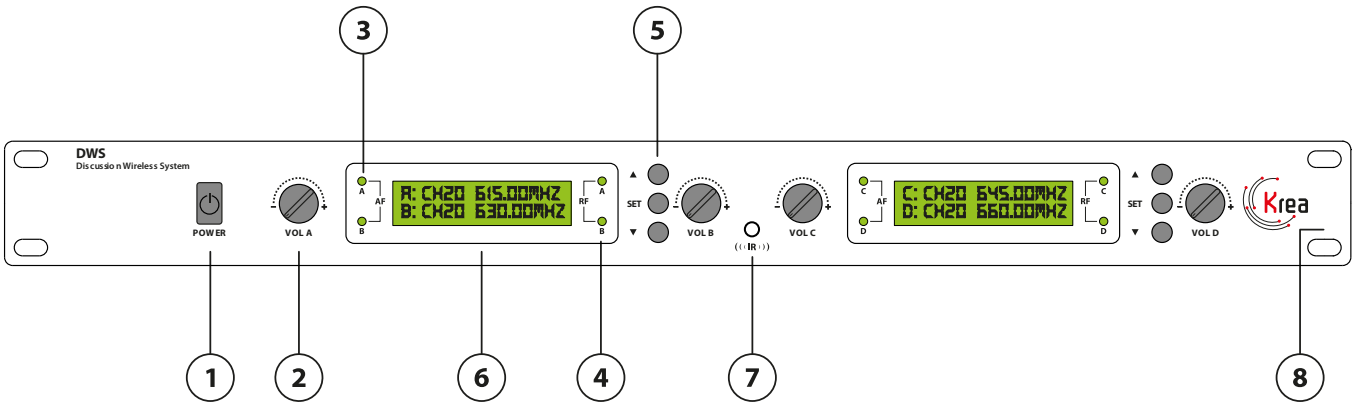
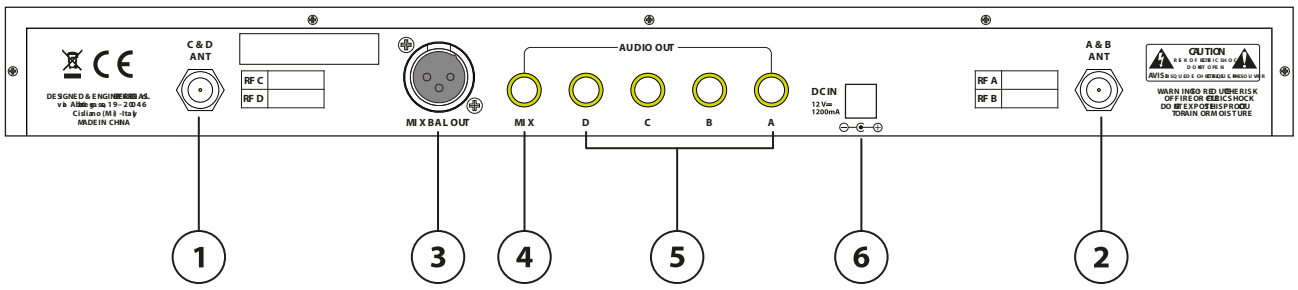
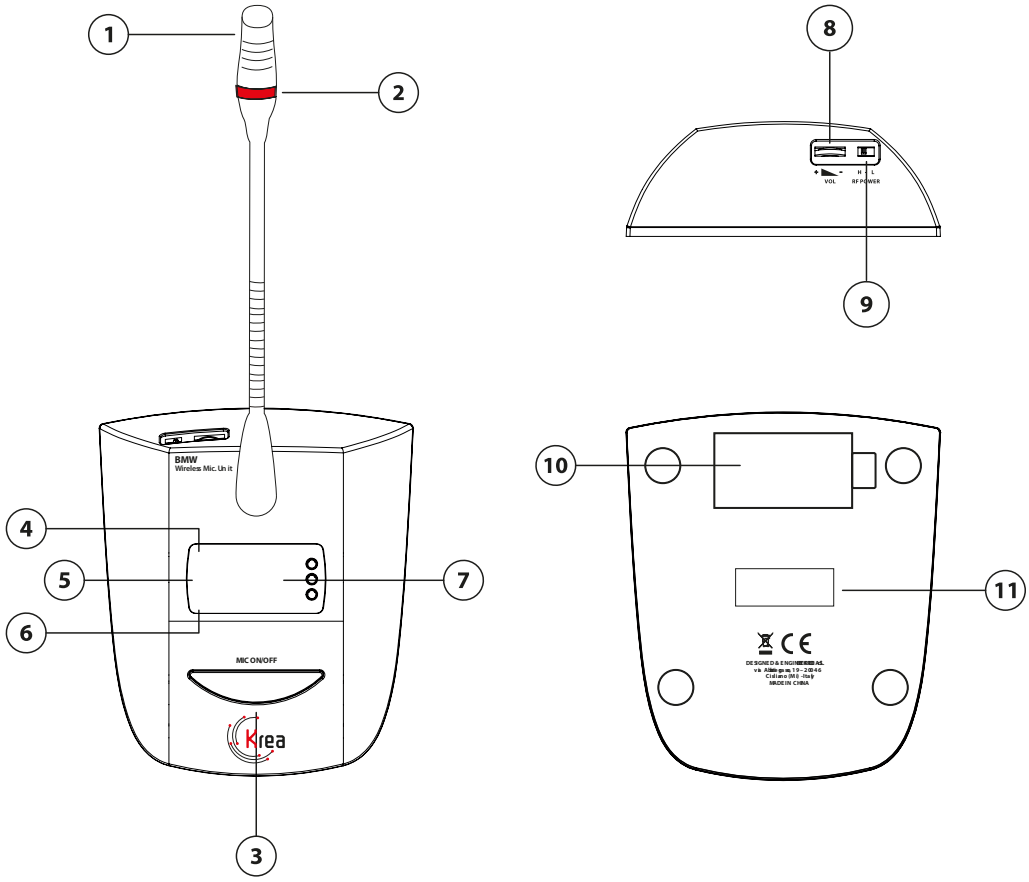

fig.1
fig.2
fig.3
Each stand BMW is operating exclusively on one of the fourth frequency ranges (you can easily read on each stand rear back (fig.3, no.11). The stand power supply is effected through a couple of rechargeable AA 1,2V 1200mA batteries (optional) or in alternative a couple of normal disposable AA,1,5 V batteries.
Connect to the input (fig.2, no.6) AC/DC power supply. Prior connect to the main power supply 117-230VAC and switch On the receiver Unit through the POWER key (fig.1, no.1).
Press 2 times SET key (fig.1, no.5) and set channel mode (CHANNEL/TUNE) through Arrow on “down” (fig.1, no.5) and press SET to confirm.
After having set CHANNEL or TUNE Mode press one time SET key, the operating frequency will start lighting up, shift with the arrow "down" and "Up" (fig.1, no.5) and set the frequency you want to use. Select one stand amongst the four microphone stands operating in the same frequency range planned to be programmed reading the indications reported on the back rear of this stand (fig.3, no.11) and switch on.
Position the stand to have the transmitter IR (fig.1, no.7) and the receiver IR (fig.3, no.5) are one front of the other and press the Arrow "UP", on the display will appear the following frame
When the microphone stand is coupled, the respective RF Led (fig.1, no.4) will switch on and on the stand display (fig.3, no.7) the coupling frequency will appear. The stand of the Band A is programmed and ready to be used.
After having set CHANNEL OR TUNE Mode. Select one microphone stand within the four available microphone stands operating in the same frequency planned to be programmed (reading the indications reported on the rear back of this stand (fig.3, no.11) and switch on.
Position the stand in order to have IR transmitter (fig.1, no.7) and IR receiver IR (fig.3, no.5) are the front one of the other , press for 2 seconds Arrow key "UP" (fig.1, no.5) . At this point on the display will appear the following frame
When the microphone stand will be coupled and the relevant Led RF (fig.1, no.4) will switch on, the same frequency will appear on the microphone stand display.
After having pressed SET key (fig.1, no.5) (the operating frequency will start lighting up), press contemporaneously SET and arrow "down" (fig.1, no 5) to pass to band B.
Vice versa from band B: after having pressed one time SET key (fig.1, ref.5) (the operating frequency will start lighting up), press contemporaneously SET and Arrow "up" (fig.1, no.5) to pass to Band A
Repeat the same operations as here above described in order to program Band A. Make sure that IR transmission process will start pressing one time Arrow Key “down” (fig.1, no.5) and the automatic programming process scan will start pressing for 2 seconds Arrow key “down” (fig.1, no.5)
“Open the battery compartment located on the bottom of the base (fig.3, ref.10) and insert the charged batteries.